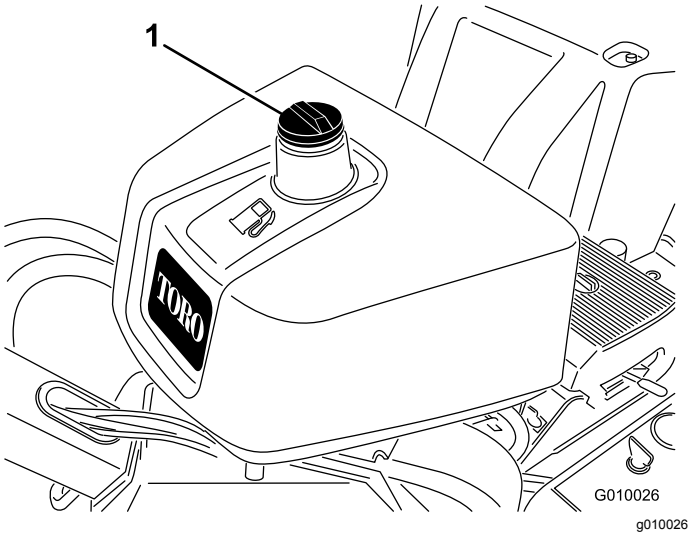

Rysunek 16
2. Oczyść okolice korka zbiornika paliwa, po czym odkręć korek (Rysunek 16).